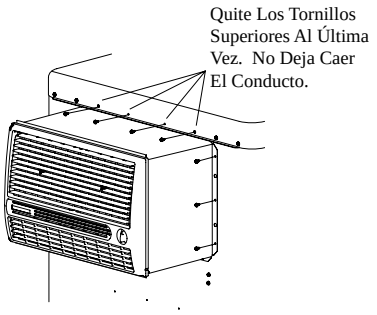

Fig. 9
2. Quite los 4 tornillos medios de la tapa mientras que soporte el conducto en lugar. (Véase Fig. 9). Tenga cuidado de no dejar caer el conducto o los daños a los cables eléctricos podrían ocurrir. Puede necesitar aflojar otros tornillos en la tapa para hacerla más fácil quitar el conducto.